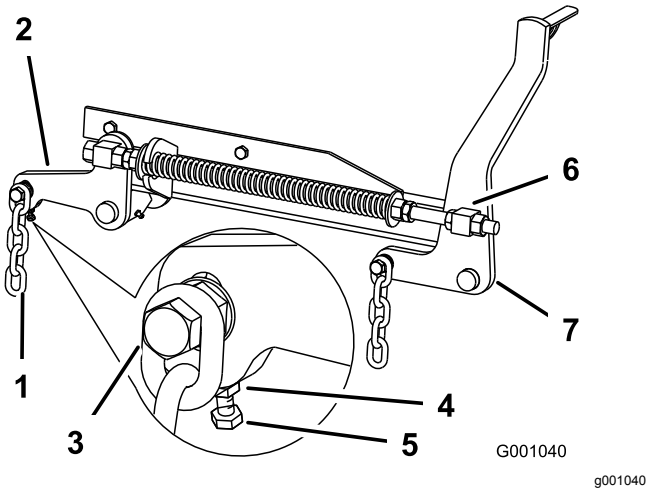

Figur 105
7. Om måtten vid punkt **B** eller **C** är felaktiga ska du lossa den skruv som håller fast den bakre kedjan vid den bakre stödarmen (Figur 105).
8. Lossa kontramuttern under den bakre stödarmen och anpassa justerskruven så att du får ett mätvärde på mellan 80 och 83 mm. Se Figur 105.
7. Lossa kontramuttrarna för de främre lekarna framtill på höger och vänster lekare ca 13 mm (Figur 105).
är 6–10 mm lägre fram vid punkt **A** än bak vid punkt **B** (Figur 105).